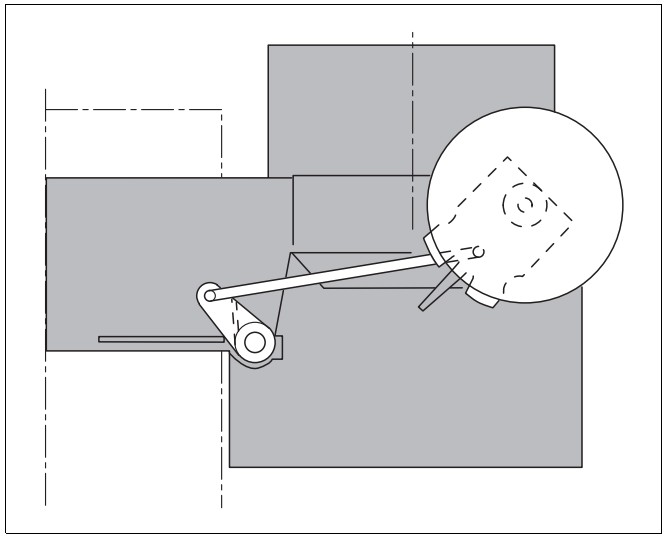

Rys. 32 Widok z boku przerywacza ciągu - Klapowy zawór odcinający w pozycji "1" (otwarty)
- W momencie zgłoszenia zapotrzebowania na ciepło zawór odcinający spaliny musi ustawić się w pozycji **"1"** (otwarty) (rys. 32). Należy to skontrolować poprzez obserwację ruchu dźwigni nastawczej. Uruchomienie palnika może nastąpić dopiero po całkowitym otwarciu zaworu **"1"** (otwarty).